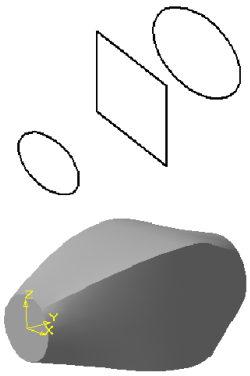

Рисунок 5 – Операция по сечениям
- операция по сечениям (построение трехмерного объекта по нескольким контурам(сечениям), плоскости которых параллельны друг другу), рисунок 5;